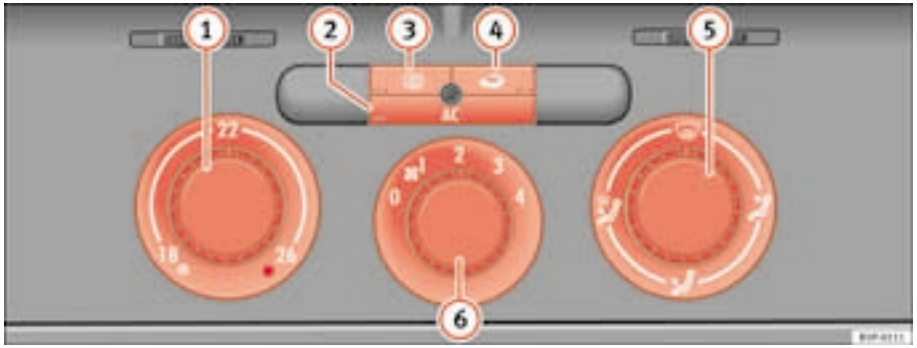

Fig. 122 On the dash panel: Climatic controls
– Using the controls ⇒ fig. 122 (1) and (5) and the control (6) the temperature, air distribution and the turbine speed may be set.
– To switch a function on or off, press the appropriate button (2), (3) or (4). When the function is activated, the display window in the lower corner of the button is lit.
(1) Temperature selector ⇒ page 151
(2) Button AC – Heating, ventilation and air-conditioning system on/off ⇒ page 151
(3) Button – Rear window heating. The heating will be switched off automatically approximately *20 minutes* after switching on. It can also be switched off beforehand by pushing the button.
(4) Button – Air recirculation mode ⇒ page 152
(5) Air distribution control ⇒ page 151
(6) Blower switch. There are four speed settings for the airflow. The airflow should always be set at the lowest speed when driving slowly.
– Switch on the air conditioner using the button ⇒ page 150, fig. 122 (AC).